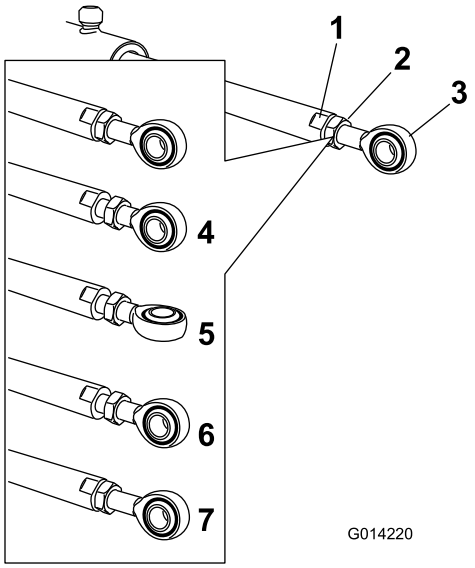

図 119
5. アクチュエータロッドの平らな部分にレンチを当ててロッドを保持しながらジャムナットをゆるめる図 119。
6. ロッド端部を回転させてアクチュエータを希望の位置に調整する図 119。